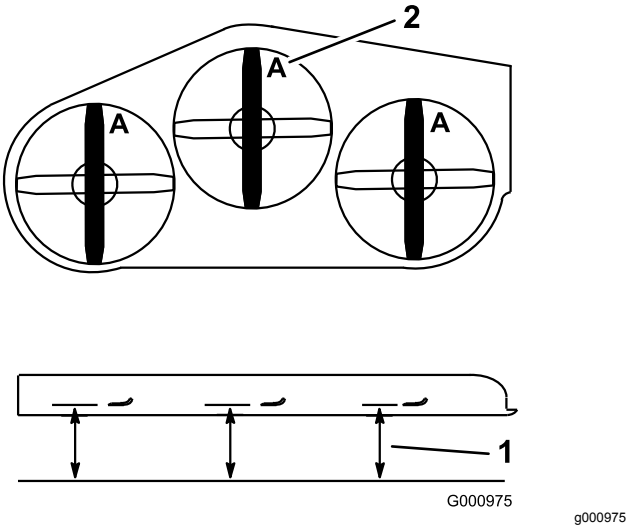

Figuur 102
4. Meet de afstand tussen een horizontaal oppervlak en de snijrand, stand **A**, van de messen (Figuur 102).